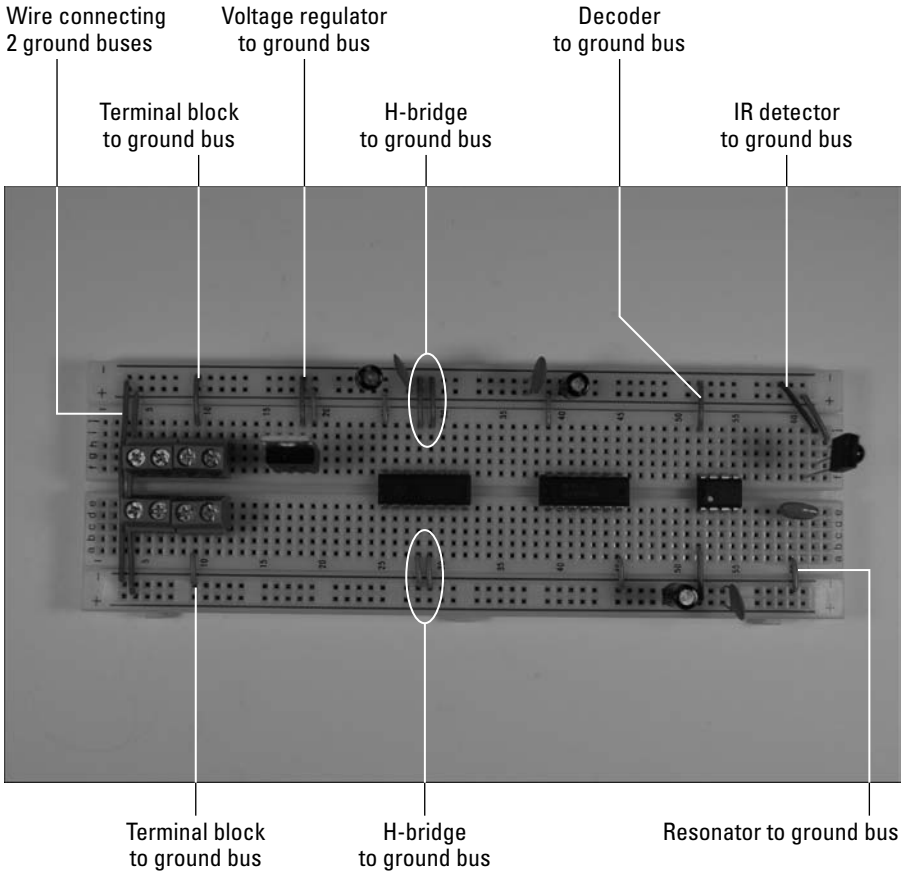

Figure 11-29: Connect components to the ground bus.
6. **Insert wires to connect each component and terminal to the ground bus (marked with a – on this breadboard) and insert a wire to connect the two ground buses, as shown in Figure 11-29.**